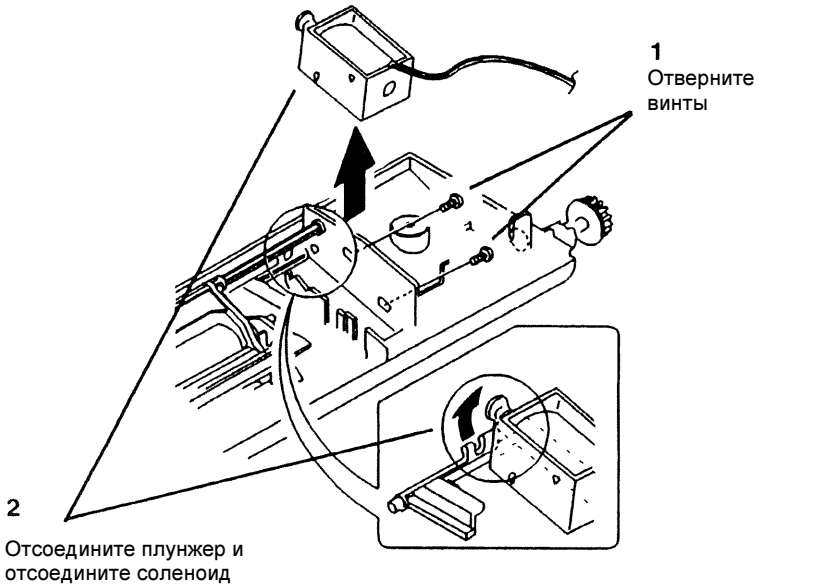

Рисунок 4 Снятие соленоида подачи
4. (Рисунок 4): Снимите соленоид подачи.